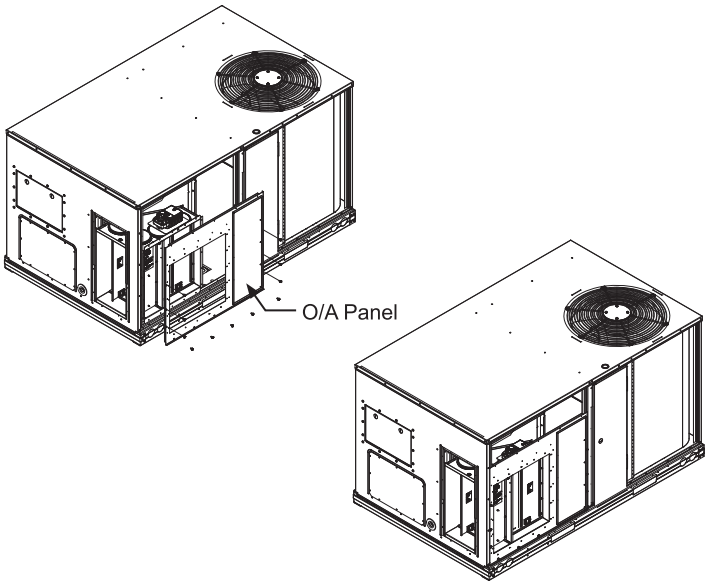

Figure 3 - Attach O/A Panel
Step 5: Attach O/A panel as shown in Figure 3, use sheet metal screws no longer than #10-16 5/16" - 11 needed. Economizer is still sitting on R/A cover in unit, no fasteners needed.